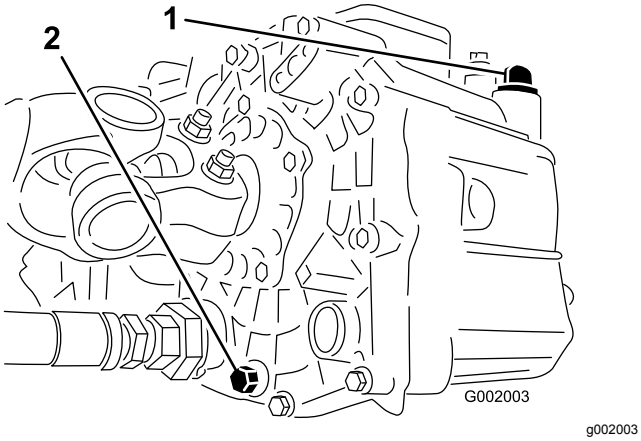

Figur 50
3. Fjern tappepluggen fra siden på tanken og la den hydrauliske væsken flyte ned i tappefatet (Figur 50).